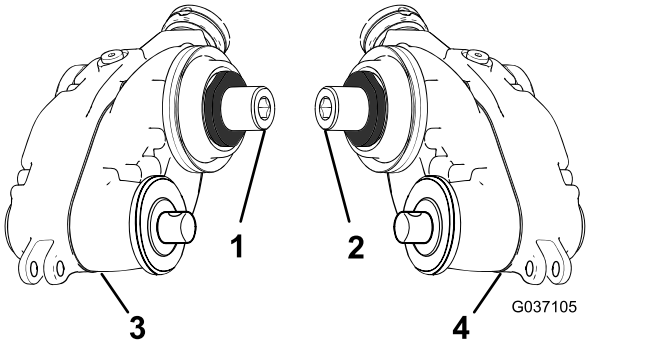

Rysunek 7
1. Zidentyfikuj przekładnie napędu urządzenia pielęgnującego z napędem od lewej i od prawej strony, patrz Rysunek 7.